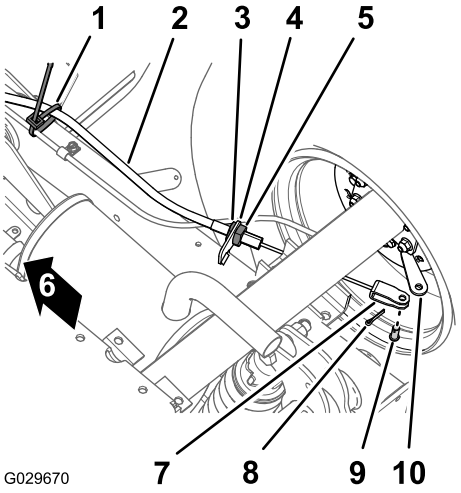

Rysunek 42
1. Zdejmij znajdującą się na spodzie pojazdu opaskę kablową mocującą linkę hamulca postojowego do przewodu hamulca zasadniczego (Rysunek 42).
2. Zaznacz pozycję na przedniej nakrętce zabezpieczającej linki hamulca postojowego (Rysunek 42).
3. Poluzuj tylną nakrętkę zabezpieczającą i wyjmij linkę z uchwytu linki hamulcowej (Rysunek 42).
4. Wyjmij zawleczkę i sworzeń jarzma mocujący jarzmo linki hamulca postojowego do dźwigni uruchamiającej hamulca, a następnie odłącz linkę od dźwigni (Rysunek 42).
1. Poprowadź śrubę regulacyjną linki hamulca postojowego do wspornika linki i jarzma dźwigni uruchamiającej hamulca (Rysunek 42).
3. Zamocuj śrubę regulacyjną linki hamulca postojowego do wspornika linki i dokręć tylną nakrętkę zabezpieczającą (Rysunek 42).